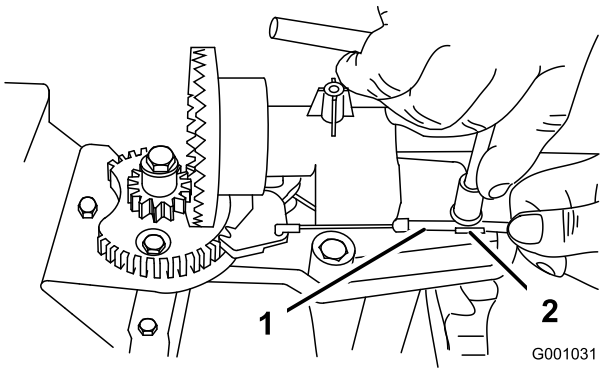
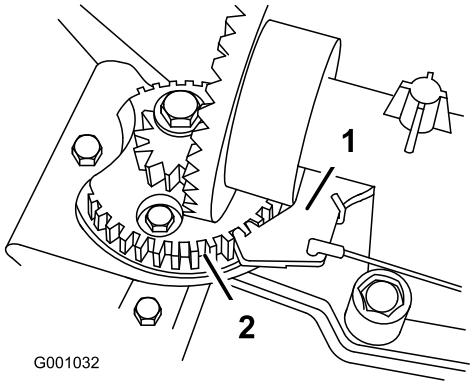

Figur 51
Figur 52
2. Løsn bolten på kabelklemmen (Figur 51).
3. Tag fat i kabelrøret, og bevæg det mod maskinens forende, indtil udblæsningssliskelåsen går helt i indgreb med tandhjulstænderne (Figur 51 and Figur 52).
Bemærk: Låsen er fjederbelastet og går naturligt ind i tandhjulstænderne (Figur 52).